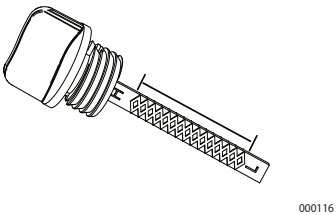

Figure 4-2. Plage de fonctionnement sécuritaire
4. Vissez le bouchon-jaugeur dans le goulot de remplissage. Retirez le bouchon-jaugeur, puis vérifiez que le niveau d'huile se situe dans la plage de fonctionnement sécuritaire. Voir *Figure 4-2*.